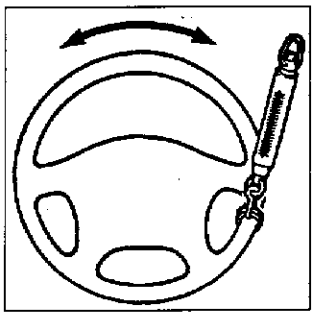

图7－2－3
(2)在朝左右方向稍稍转动方向盘而在方向盘开始转动之前，测量方向盘圆周上的游隙，如图7－2－3所示。极限值：30mm。